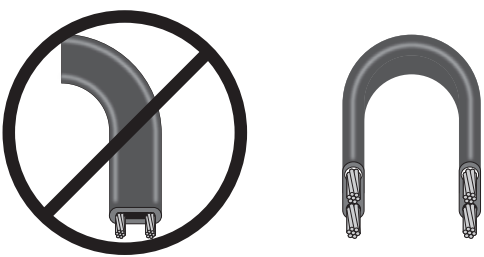

Рисунок 3. Правила изгиба кабеля нагревательного
4.3. Кабель нагревательный должен изгибаться исключительно перпендикулярно плоскости жил (см. рис. 3) .